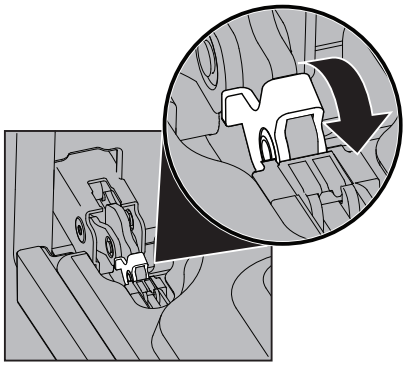
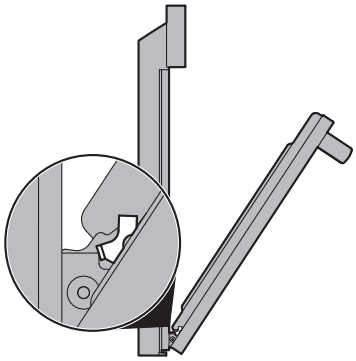

Figure 16: Serrure de charnière de porte
Figure 17: Position de retrait
2. Tirez vers l'avant le verrou situé sur chaque support de charnière du four jusqu'à ce que le verrou s'arrête. Vous devrez peut-être appliquer une petite pression vers le haut sur le verrou pour le tirer vers le haut (Figure 16 et Figure 17).
2. Tenez la porte du four au même angle que pour le retrait. Insérez avec précaution les leviers de charnière dans le cadre du four jusqu'à ce que vous sentiez que les leviers de charnière sont logés dans les encoches de charnière. Les bras de charnière doivent être entièrement insérés dans les encoches de charnière avant que la porte du four ne puisse être complètement ouverte. (Figure 17).
4. Poussez les verrous des charnières de droite et de gauche vers le haut et dans le cadre du four jusqu'à ce qu'ils soient en position verrouillée (Figure 16).